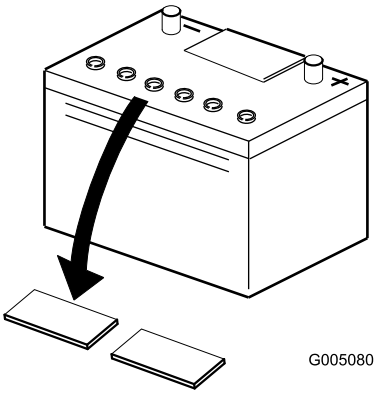

**Figur 6**
2. Rengjør toppen av batteriet og fjern utluftingshettene (Figur 6).